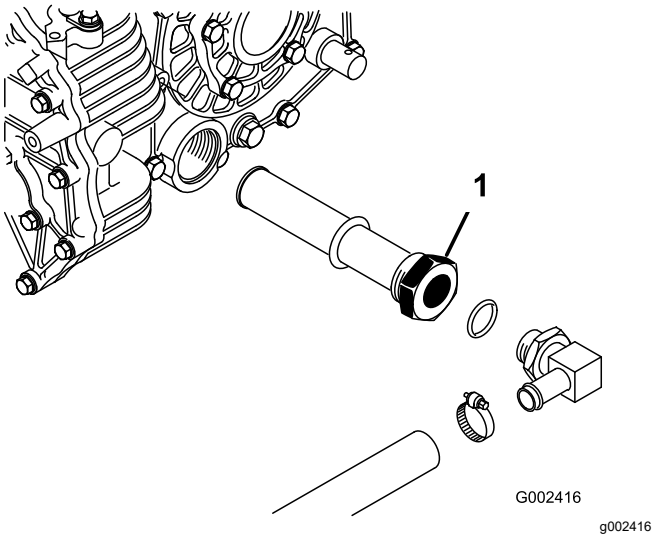

Figur 71
5. Merk deg retningen på den hydrauliske slangen og 90°-vinkelrøret på sugefilteret på siden av beholderen (Figur 71).